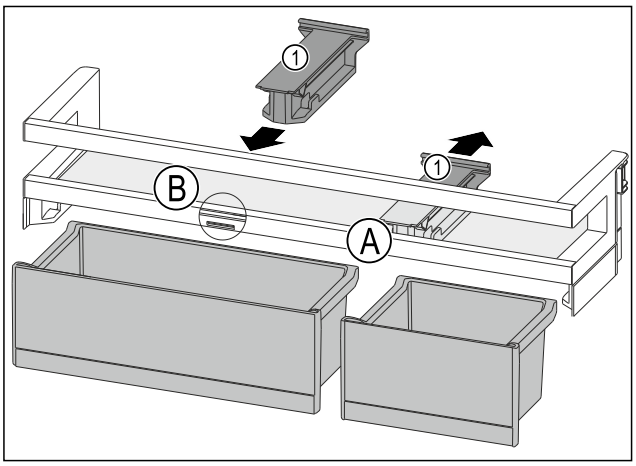

Fig. 135
- ▶ Noņemiet atbalsta daļu *Fig. 135 (1)* pozīcijā *Fig. 135 (A)* uz aizmuguri.
- ▶ Ievietojiet atbalsta daļu *Fig. 135 (1)* pozīcijā *Fig. 135 (B)*.